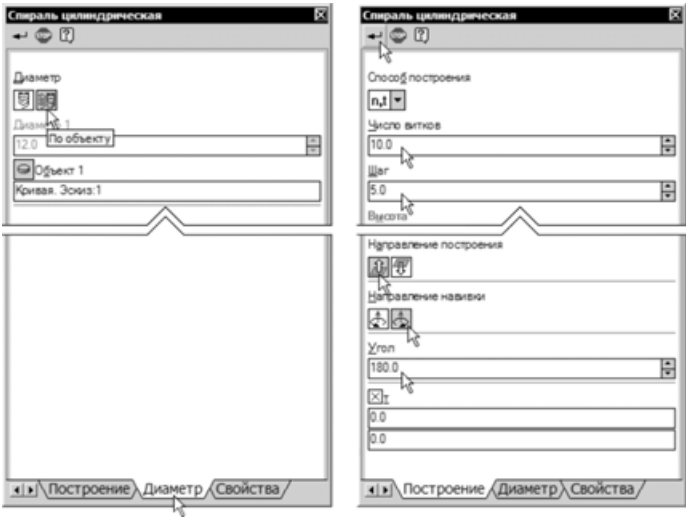

Рис. 8.35
- На панели свойств **Спираль цилиндрическая** откройте вкладку **Диаметр** и укажите способ определения диаметра спирали **По объекту** (рис. 8.35, слева).
- На панели свойств **Спираль цилиндрическая** откройте вкладку **Построение** и задайте остальные параметры пружины: Шаг витков 5 , Число витков 10, Угол 180 (рис. 8.35, справа). Нажмите кнопку **Создать объект**. В окне модели система выполнит построение спирали (рис. 8.37).